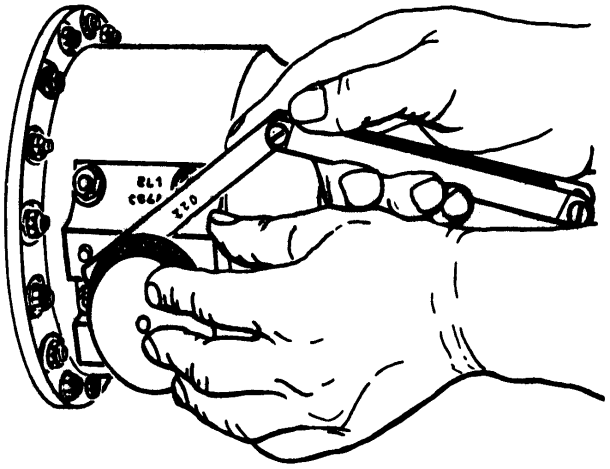

Figure 17. Measuring Shim Requirements for Torquemeter Pickup with Torquemeter Pickup Mounting Pad–to–reference teeth Diameter Depth Gage and Feeler Gage
ai. Insert 6797571 depth gage in housing and align hole in knurled flange head with dowel pin on housing pad. (See figure 17.) (QA)
ak. Measure gap between gage head inner flange surface and mounting pad with a feeler gage. (See figure 17.) This measurement determines shim space dimension. (QA)